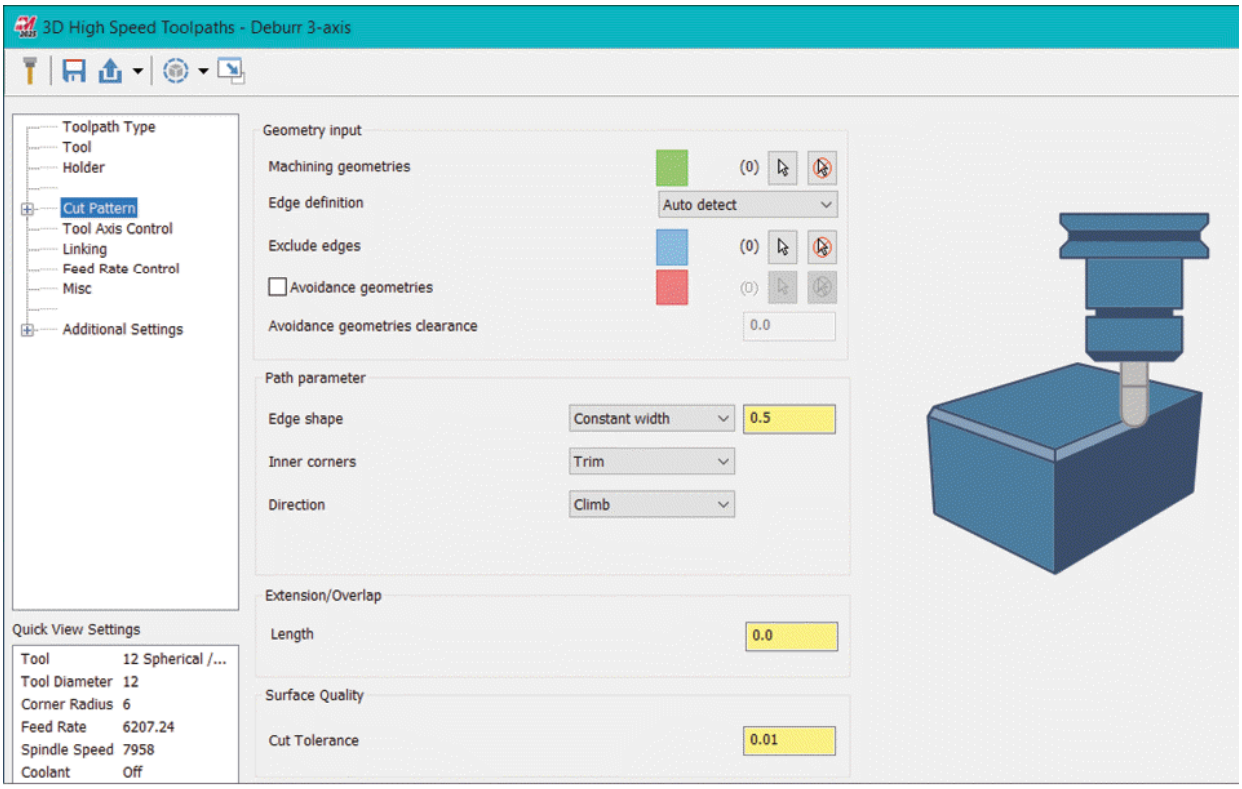

Figure-71. Cut parameters for 3-axis deburr toolpath
- Select the **Cut Pattern** option from the left area to specify cutting parameters for the toolpath. The options will be displayed as shown in Figure-71.